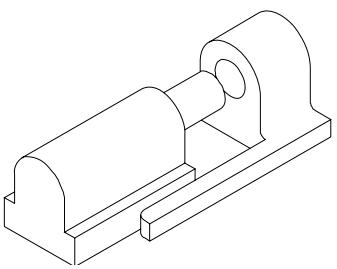
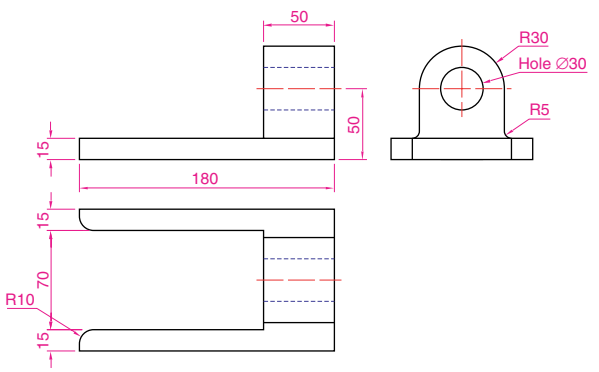

Fig. 7.23 Exercises 1, 2 and 3 – an isometric drawing of the three parts of the slider on which these exercises are based
Fig. 7.24 Exercise 1
Fig. 7.23 is an isometric drawing of a slider fitment on which exercises **1, 2** and **3** are based.
1. Fig. 7.24 is a first angle orthographic projection of part of the fitment shown in the isometric drawing in Fig. 7.23. Construct a three-view third angle orthographic projection of the part.